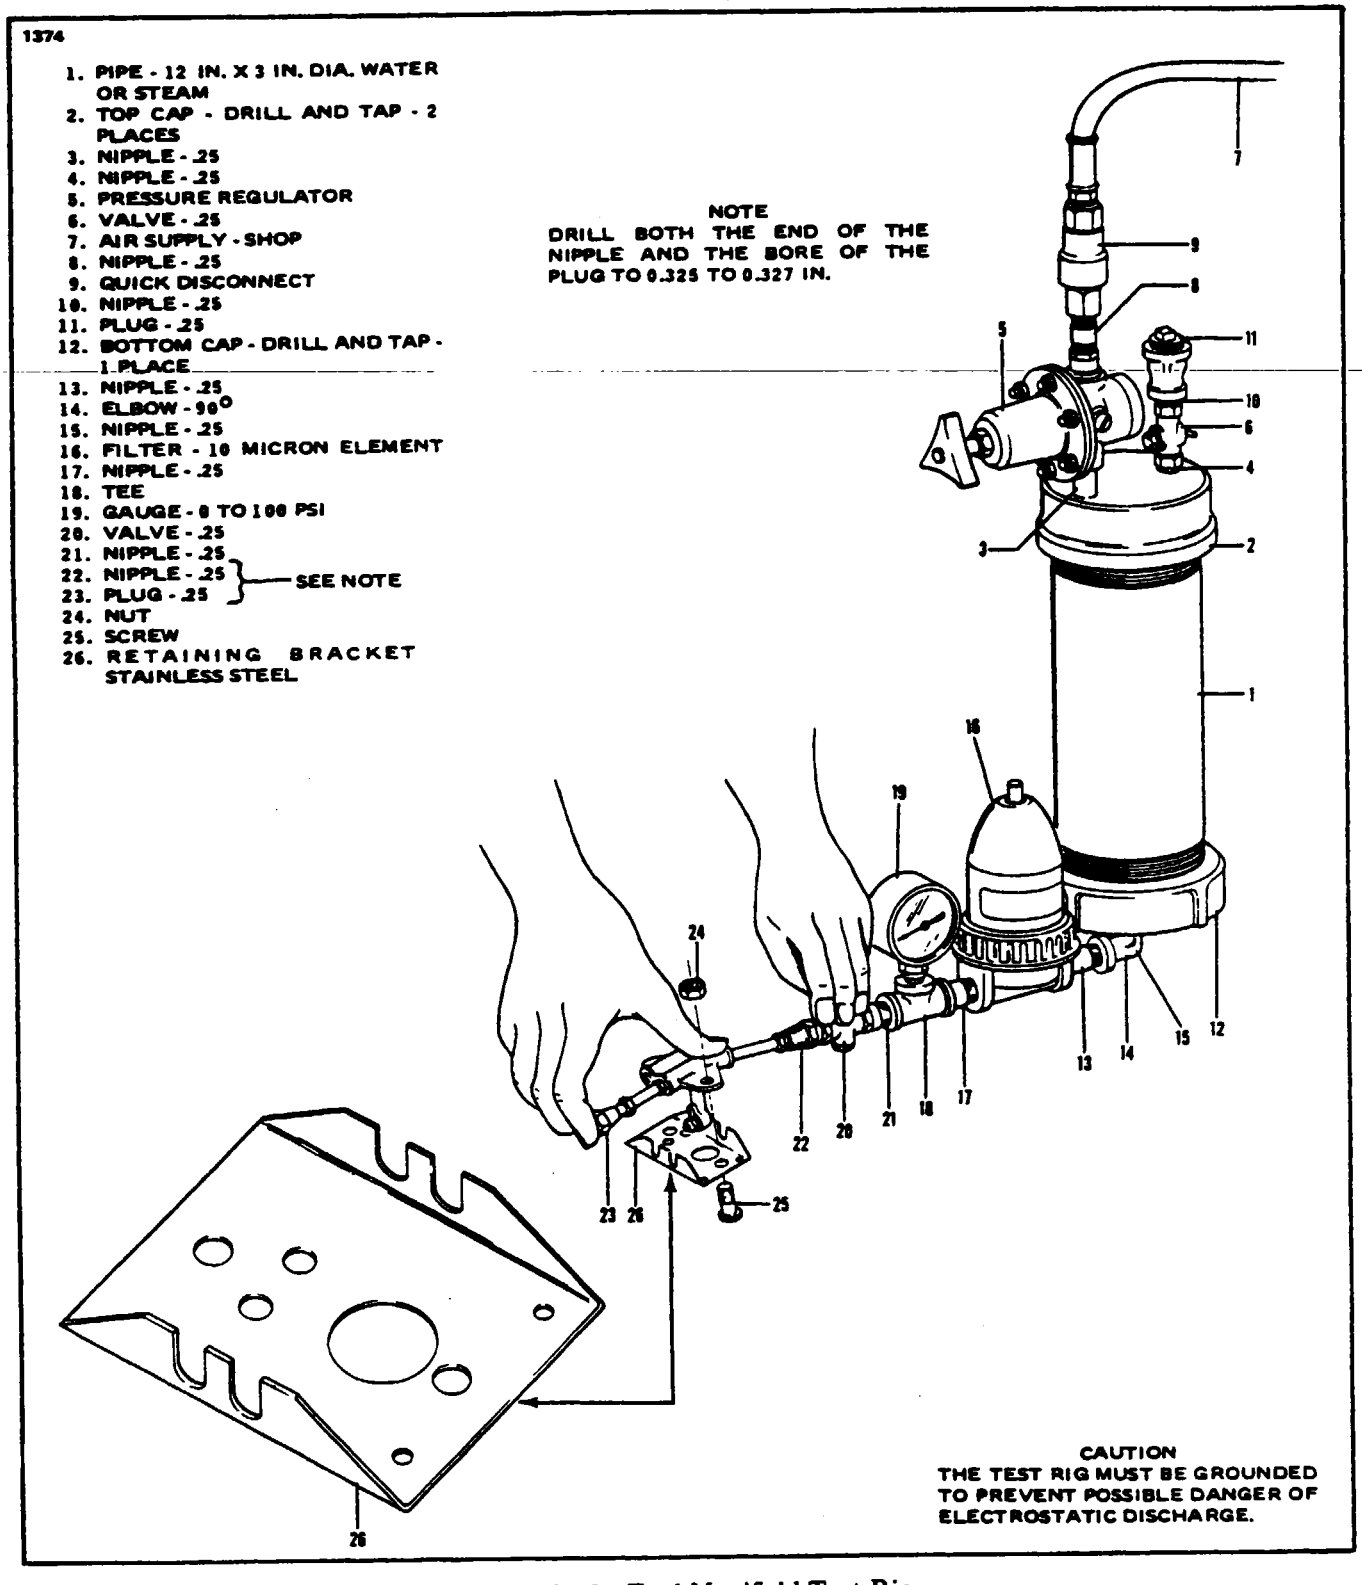

Figure 8-12. Fuel Manifold Test Rig
8-78. FUNCTIONAL CHECK OF FUEL MANIFOLD ASSEMBLIES. Fuel nozzles may be tested alone or in their adapters, using the Pratt and Whitney Aircraft of Canada Ltd test rig P/N CPWA30506 or be fabricating a test rig locally from information supplied with this text. (Refer to Figure 8-12)
b. Fill the tank (1) approximately 3/4 full with clean fuel and close the filler valve (6) and replace the plug (11).
c. Install a fuel nozzle with or without its adapter using a mounting bracket if desired. Refer to Figure 8-12 for view of mounting bracket.
d. Set the regulator to obtain 12.5 psig on the pressure gauge (19).
e. Holding the plug (23) against the transfer tube and nozzle adapter (if no bracket is used), gradually open the outlet valve (20).